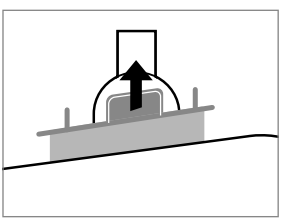

Рис. 1
1. Извлеките камеру ингаляционную из основного блока прибора, держа ее за выступы на крышке камеры ингаляционной (рис. 1).